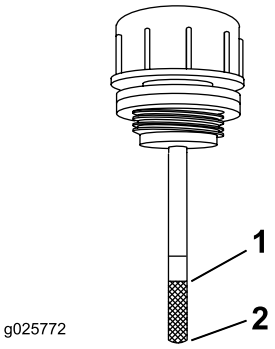

Figur 68
9. Dra ut peilestaven, og se på enden (Figur 68). Hvis væskenivået er ved fyll på-merket, sakte hell nok væske i hydraulikkbeholderen for å fylle nivået til full-linjen.